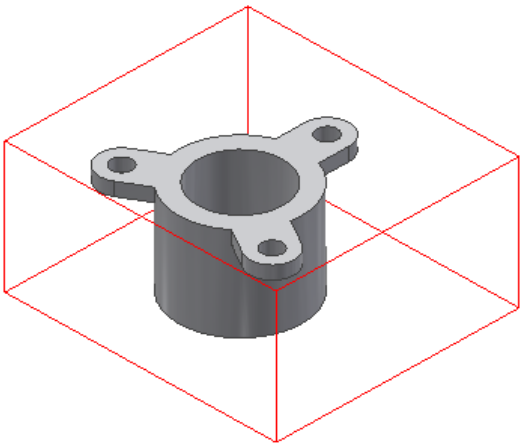

Figure 19-51 *Preview of the workpiece displayed*
2. Select the **Rectangular** option from the **Workpiece Type** drop-down list in the dialog box; preview of the workpiece is displayed in the modeling area, refer to Figure 19-51.